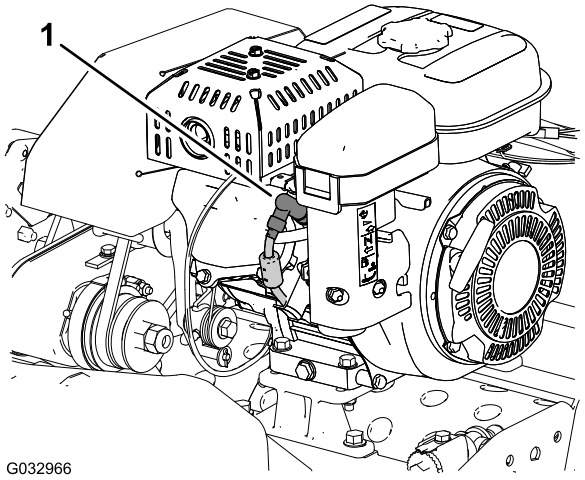

Figure 1
4. Débranchez le fil de la borne de la bougie (Figure 1).